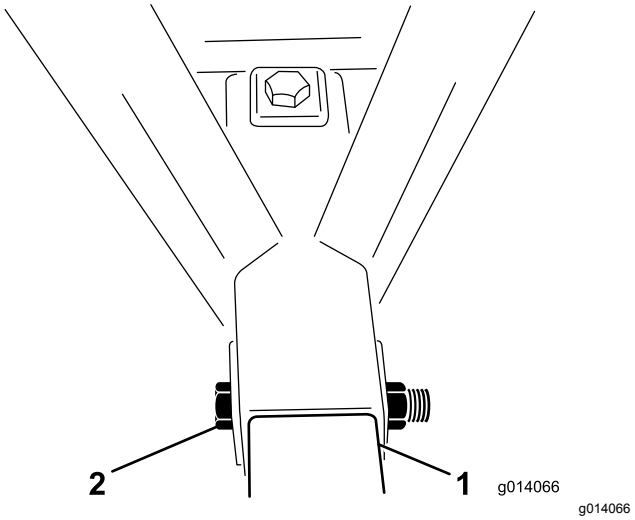

**Figur 4**
5. Sätt en bult (1 x 6 ½ tum) genom ramen och dragkroksröret och fäst den med en låsmutter (Figur 4). Dra åt låsmuttern till 976–1 193 Nm.
6. Sätt en bult (1 x 6 ½ tum) genom ramens överdel, ned igenom dragkroksröret och fäst den med en låsmutter (Figur 4). Dra åt låsmuttern till 976–1 193 Nm.